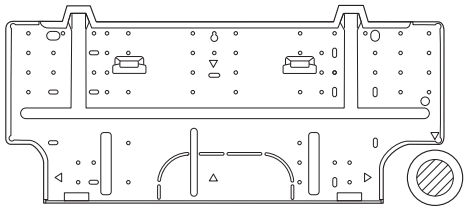

Fig. 2-206
(1) Attach the rear panel to the wall with the 8 screws provided. (Fig. 2-206)